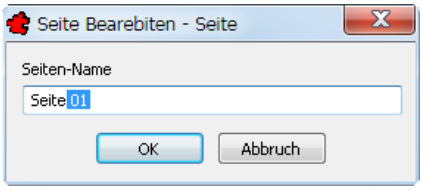

Bild 27.61 – Ändern des Seitennamens
- Das Dialogfeld *Seite bearbeiten* erscheint mit dem Namen. Ändern Sie diesen z. B. in **Seite 01** und bestätigen Sie (Abb. 27.61).